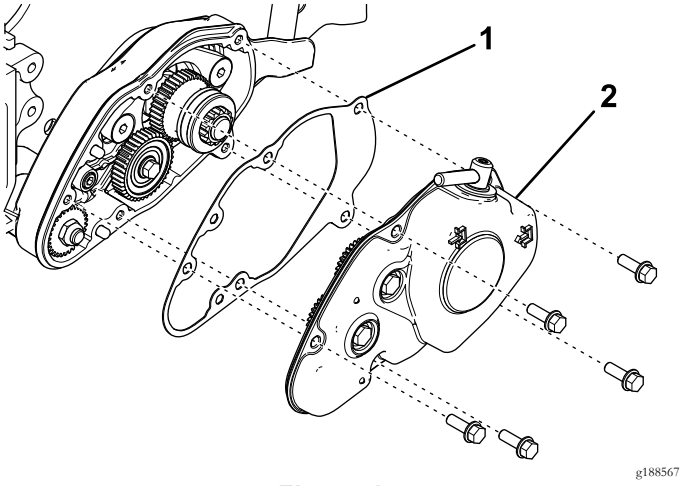

Figuur 1
3. Verwijder de kap van de groomerbehuizing en de pakking (Figuur 1).